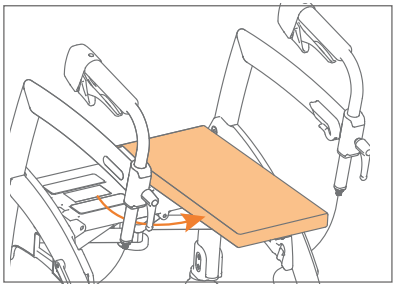

Abbildung 10: Drehen Sie das Sitzkissen.
c. Ziehen Sie das Sitzpolster heraus, drehen Sie es um 90 Grad und befestigen Sie es quer auf der Seite mit dem roten Knopf **(Abbildung 10)**.